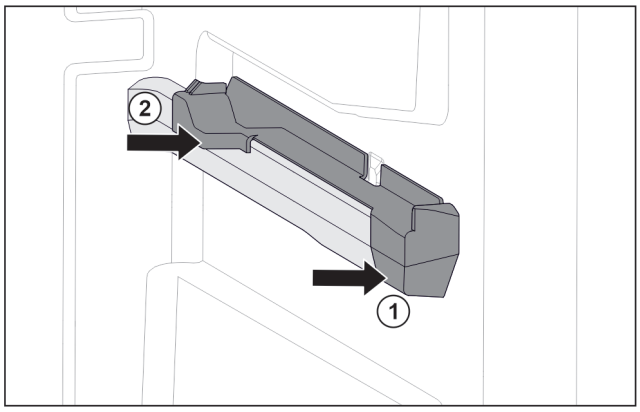

Fig. 108 Attachment on the right moulded rib
▶ Position attachment on moulded rib at the front. *Fig. 108 (1)*
▶ Press on attachment at the back. *Fig. 108 (2)*